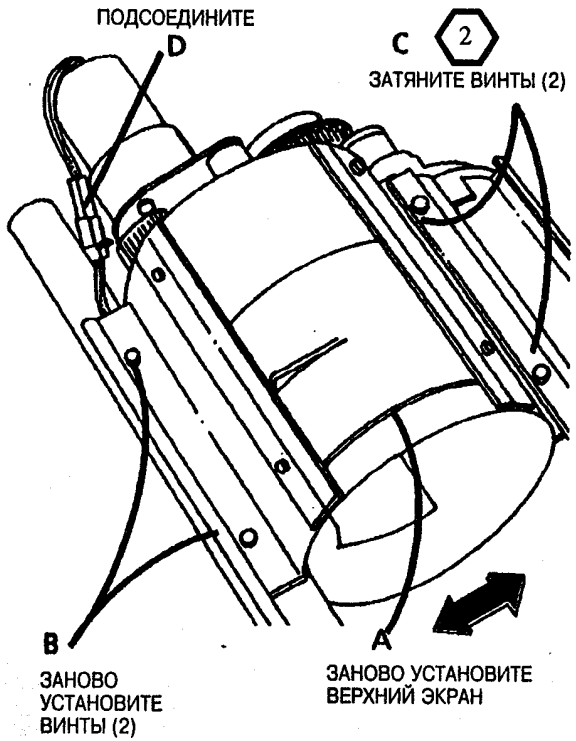

Рис. 4. Заново установите верхний экран
4. (Рис. 4): Заново установите верхний экран.